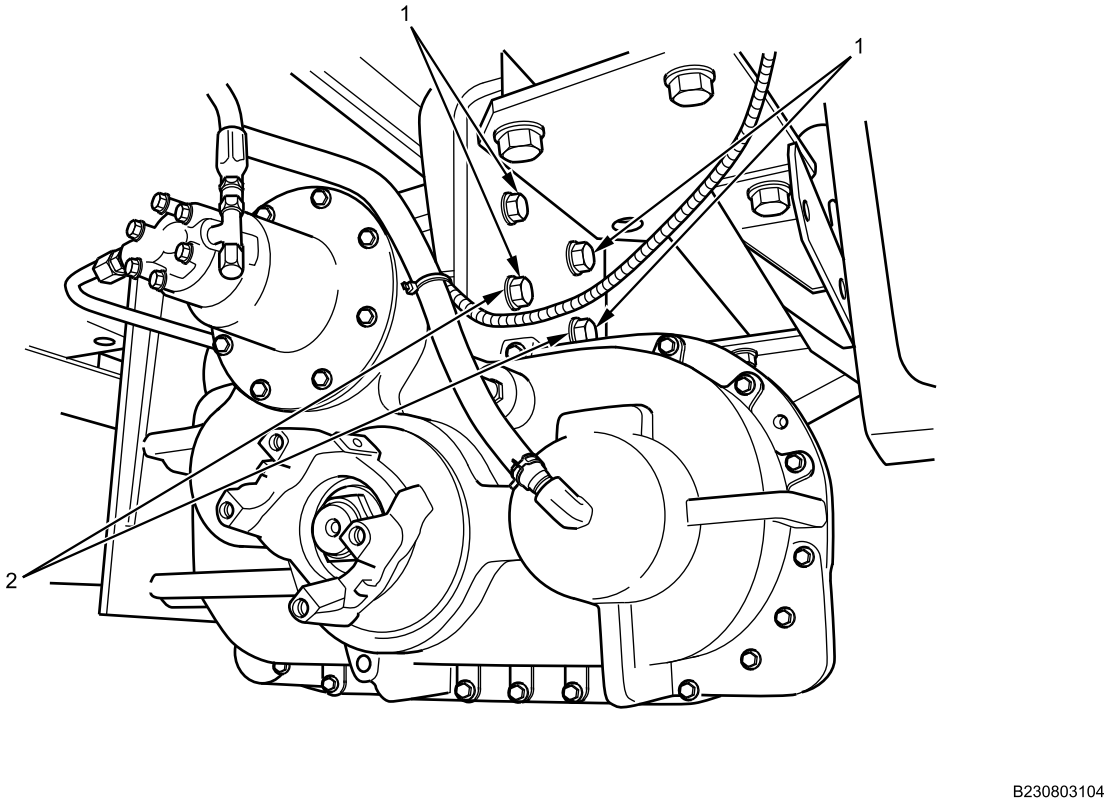

Figure 9. Right Side of Transfer Case Mounting.
2. Install four mounting bolts (Figure 9, Item 1) and new lockwashers (Figure 9, Item 2) on right side transfer case bracket.